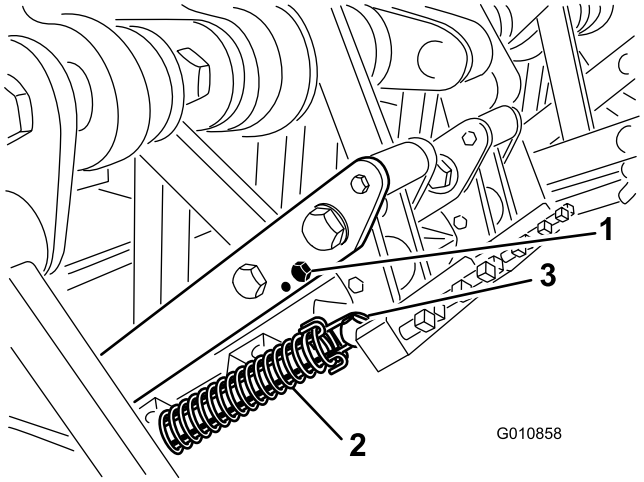

Figur 28
3. Løsne fjærspenningen ved pipehodet (Figur 28).
4. Fjern støtfangerbolten og selve støtfangeren fra forbindelsesarmen, og sett disse inn igjen i det andre justeringshullet (Figur 28).